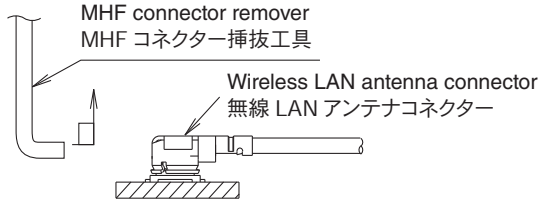

Fig. 6
- To remove the wireless LAN antenna connector, use the special MHF connector remover. Hook the tip of this tool on the cover of the wireless LAN antenna connector and pull it straight in the direction of the engaging axis of the wireless LAN antenna connector. (Fig. 6)
- 無線 LAN アンテナコネクターを引き抜く場合は、専用の MHF コネクター挿抜工具の先端部を無線 LAN アンテナコネクターふた部に引っかけ、無線 LAN アンテナコネクターの嵌合軸に合わせ垂直に引き抜いてください。(Fig. 6)